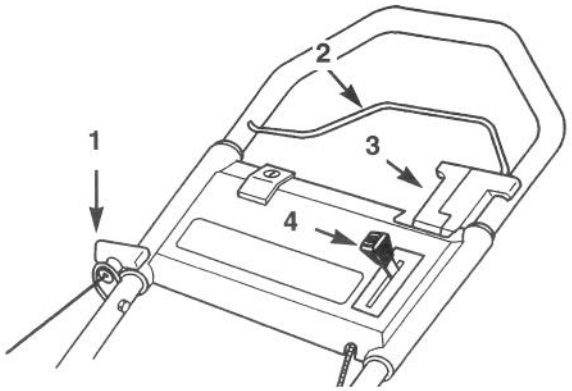

Figur 2
1. REGLAGE. Drivreglage (självgående modell), gasreglage, stoppreglagestång and fingertoppsstart finns på handtaget (Figur 2).